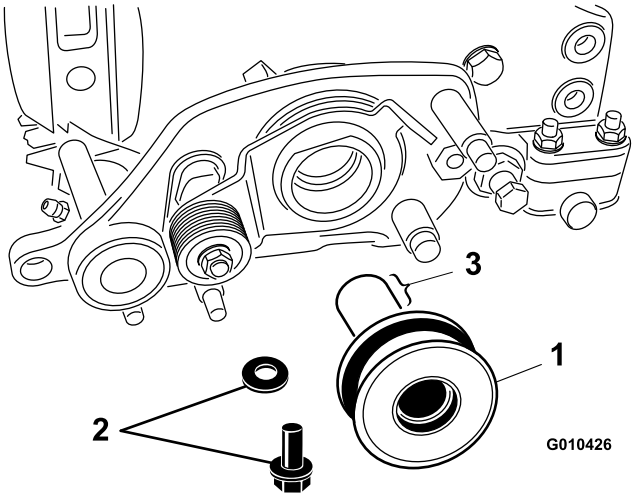

**Figura 12**
1. Aplique grasa a las acanaladuras internas y a la superficie exterior de la polea (Figura 12).
3. Sujete la polea al eje del molinete con un perno (M6–1 x 20 mm) y una arandela (Figura 12).